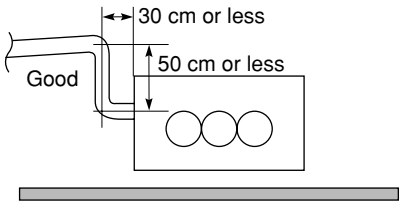

**Fig. 3-66**
- **If it is necessary to increase the height of the drain pipe, the section directly after the connection port can be raised a maximum of 50 cm. Do not raise it any higher than 50 cm, as this could result in water leaks. (Fig. 3-66)**